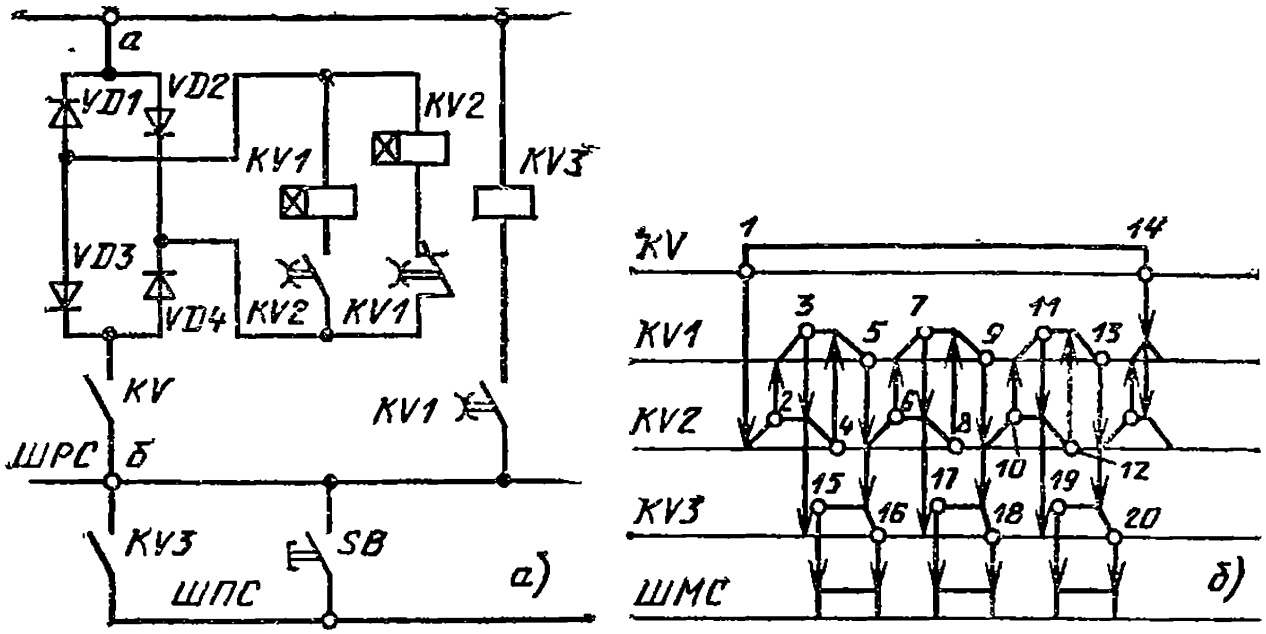

Рис. 6.10. Схема сигнализации с использованием пульс-пары вместо источника мигающего света (*а*) и диаграмма работы пульс-пары (*б*)
6.9. Вопросы по схеме на рис. 6.10.
6.9.3. Объясните, как на рис. 6.10, *б* построена диаграмма работы пульс-пары.